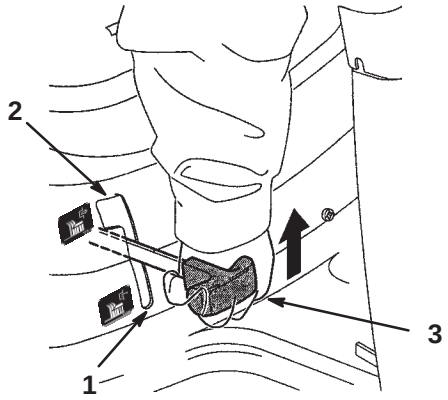

Figure 7
4. Mettez la commande de lame (PdF) en position débrayée (Fig. 7).